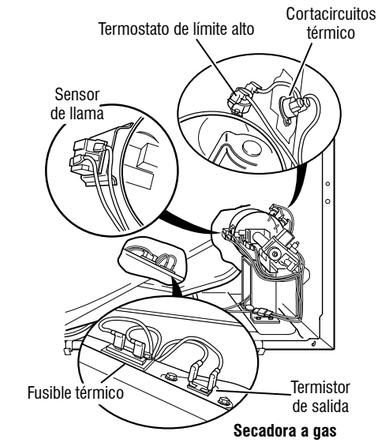

Figura 12: Componentes térmicos, secadora a gas (vista frontal).
5. Localice el termostato de límite alto (consulte la Figura 12). Mida la continuidad en él conectando las sondas del medidor con los terminales de cable rojo y negro.